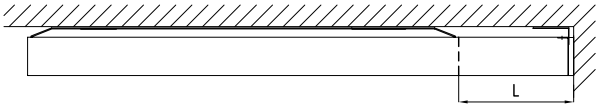

Figure 12. Extended cover with ceiling attachments.
2.- Extended cover with ceiling attachments (see fig. 12). Maximum length: 3.6 m.